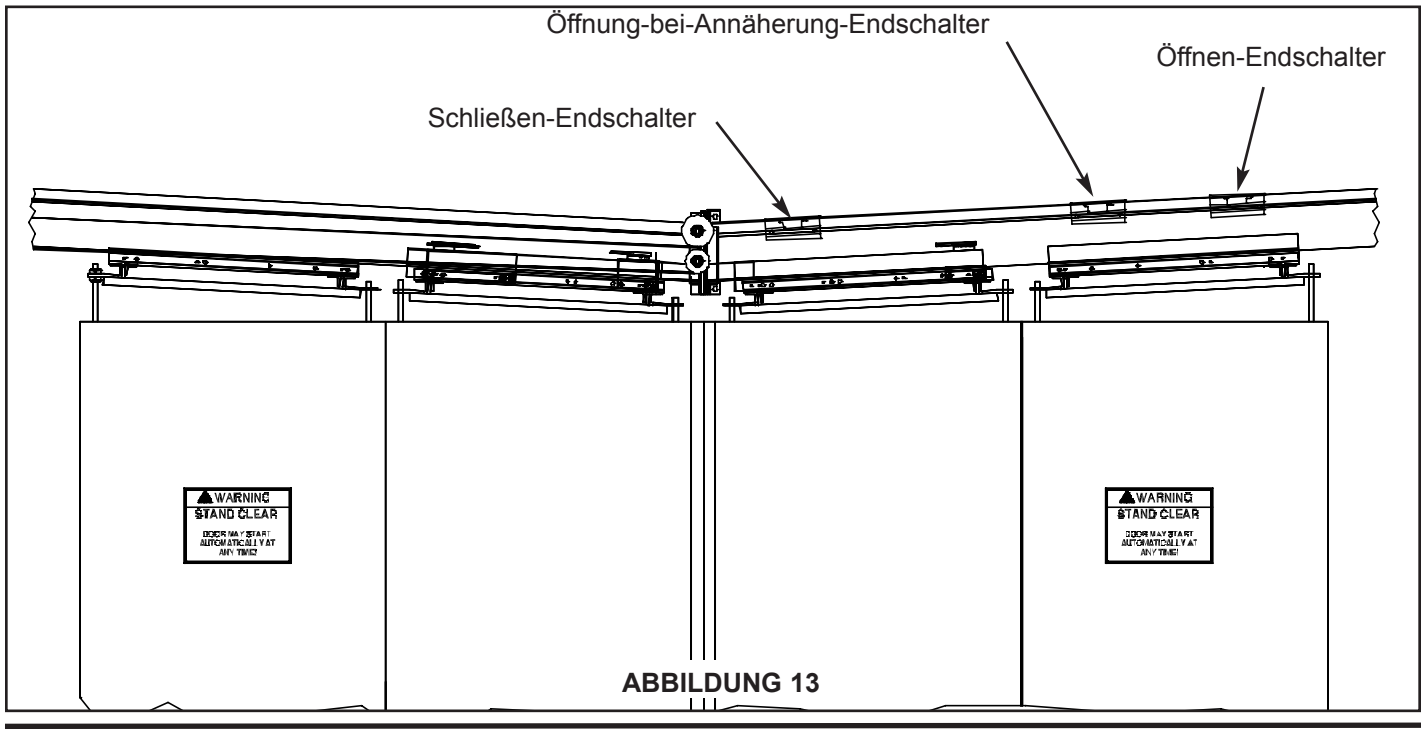

ABBILDUNG 13
3. Die Tür zwischen die Endschalter für Schließen und Öffnen stellen, jedoch nicht an den Öffnung-bei-Annäherung-Endschalter (siehe ***Abbildung 13***).